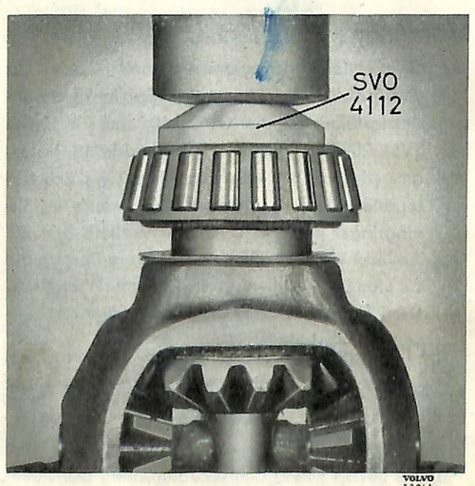

Bild 54. Montering av differentialhuslager
4. Sätt justermellanläggen på differentialhuset och pressa på lagren. Använd därvid dorn SVO 4112, se bild 54. Vid montering av det andra lagret användes dorn SVO 2599 som underläggsring så att inte det först påpressade lagret skadas.